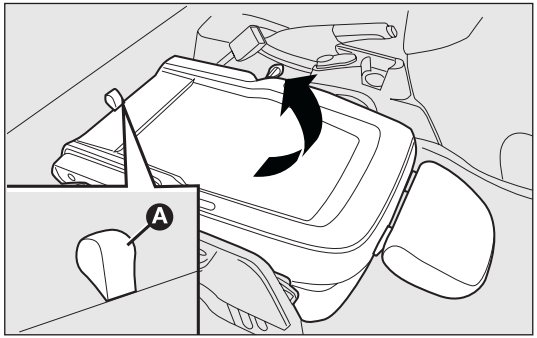

fig. 25 F0V0145m
- ❒ grab flap A-fig. 25 and lift the backrest;